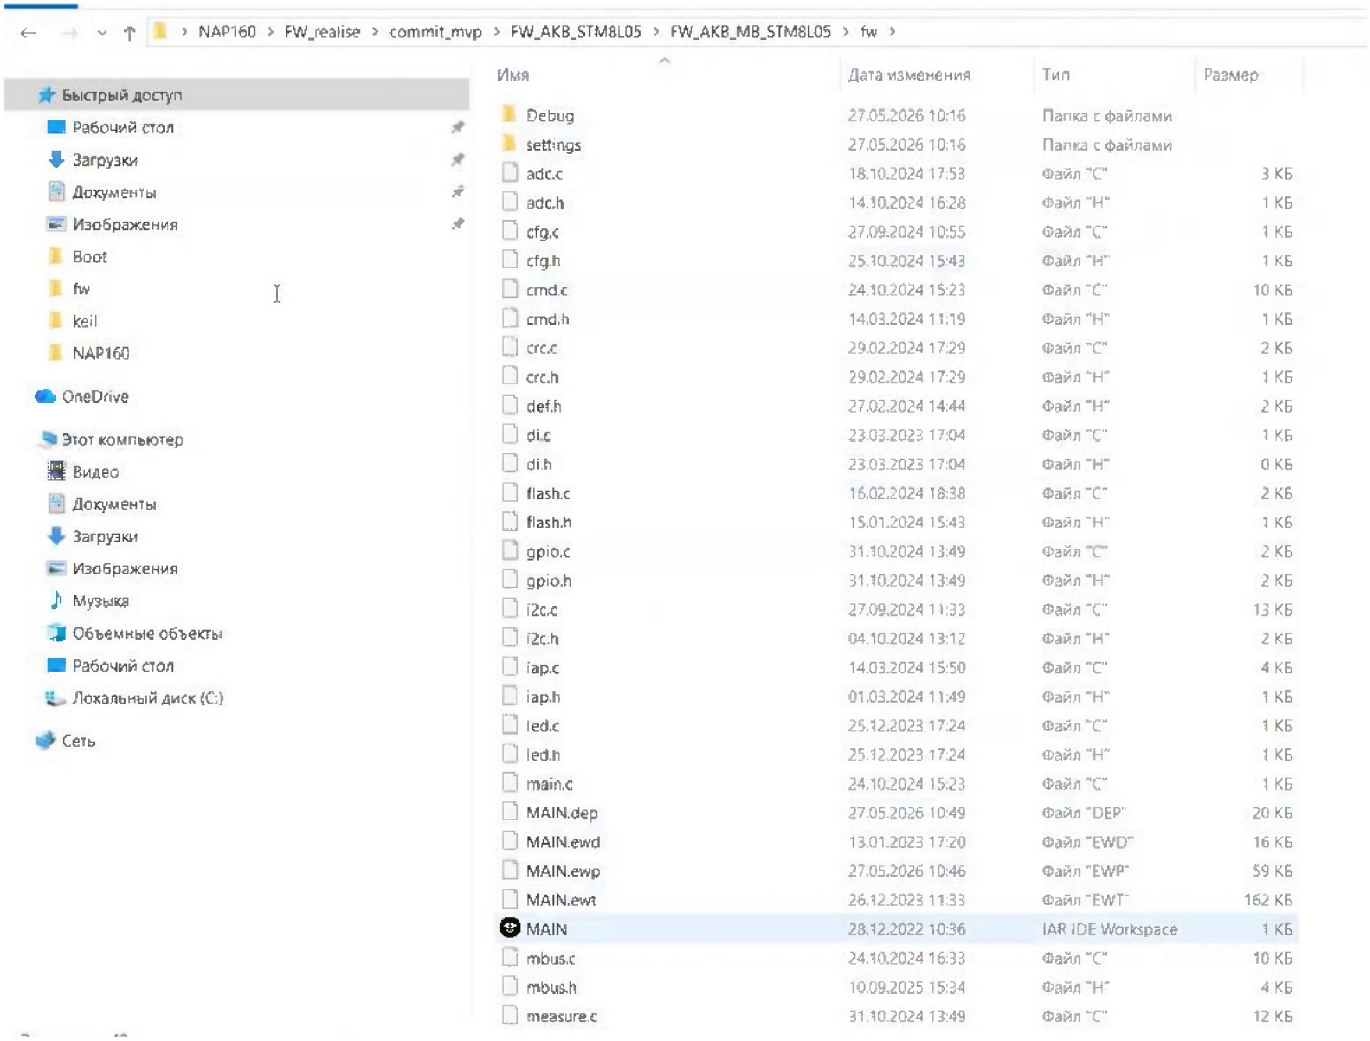

Рисунок 28
4.6.1 Отрыть проект функциональной части, обычно: C:\Рабочий стол\NAP160\FW_realise\commit_mvp\FW_AKB_STM8L05\FW_AKB_MB_STM8L05\fw\MAIN (Рисунок 28).